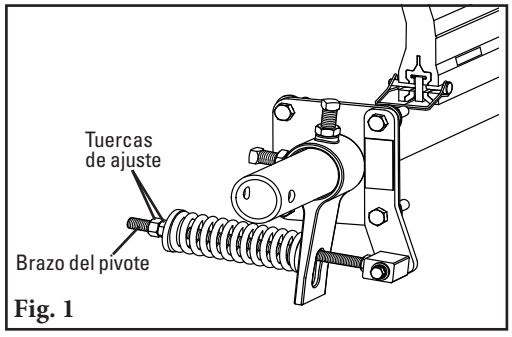

Fig. 1
1. **Elimine la tensión.** Afloje las tuercas de ajuste en ambos lados y gírelas hasta que estén al ras con los extremos de los brazos de pivote (Fig. 1). Esto libera la tensión de la hoja en la banda.